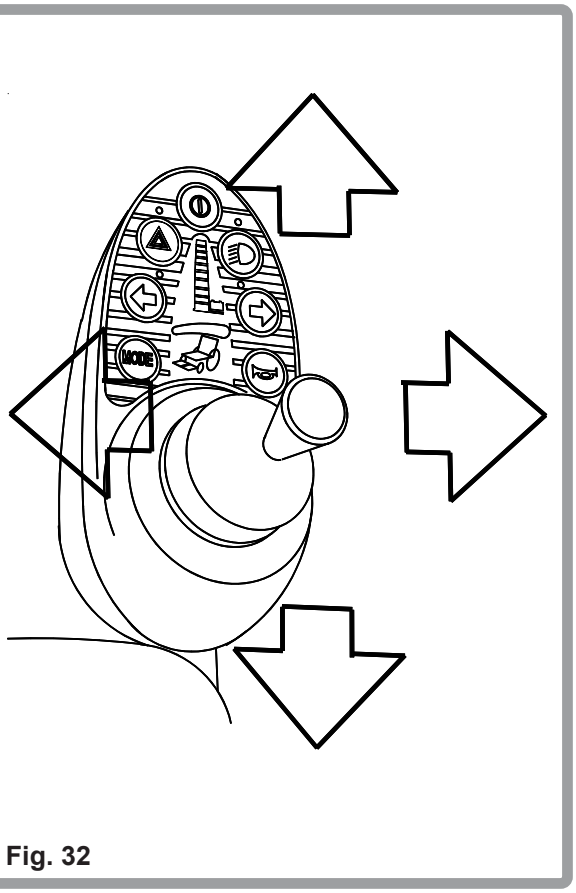

Fig. 32
1. Para conducir, simplemente mueva la palanca de dirección de mando en la dirección que desee tomar (Fig. 32).